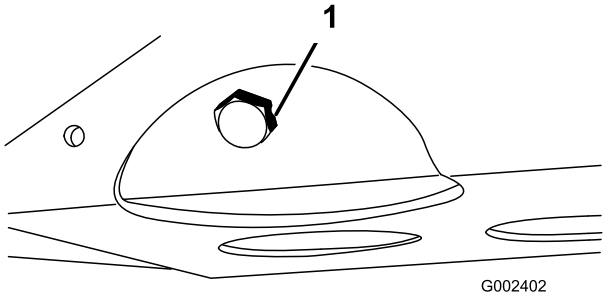

**Figur 44**
2. Fjern aftapningsproppen, og lad olien løbe ned i en bakke (Figur 44).